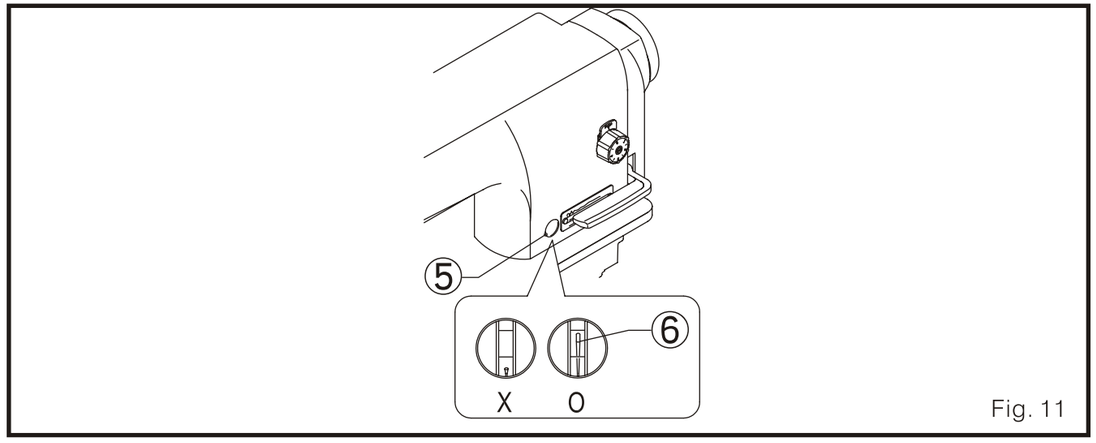

Fig. 11
5. Aumente aceite si el indicador de aceite 6 esta por debajo de la línea de referencia inferior. (Fig. 11)